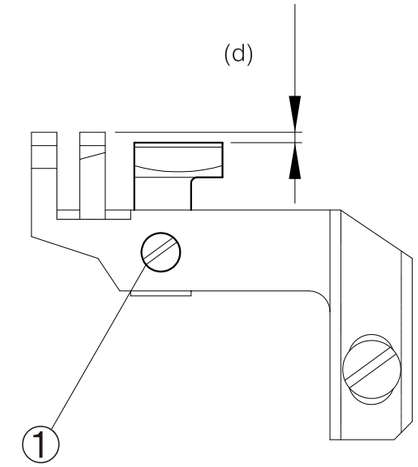

Fig. 5
1. La diferencia de altura (d) entre la superficie de los dientes del transportador dentado principal y auxiliar necesita ser ajustada acertadamente según el modelo (Fig. 5)